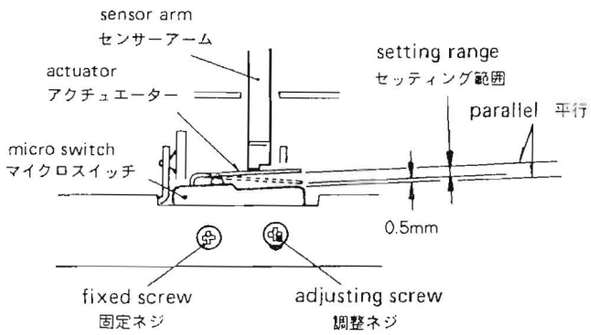

Fig. 5-1
3. Adjust mounting position of the two micro switches, cassette-in switch (S502) and record safety switch (S501) (for switch location, refer to Fig. 3-3, so that the actuator position is in the setting range shown by Fig. 5-1.